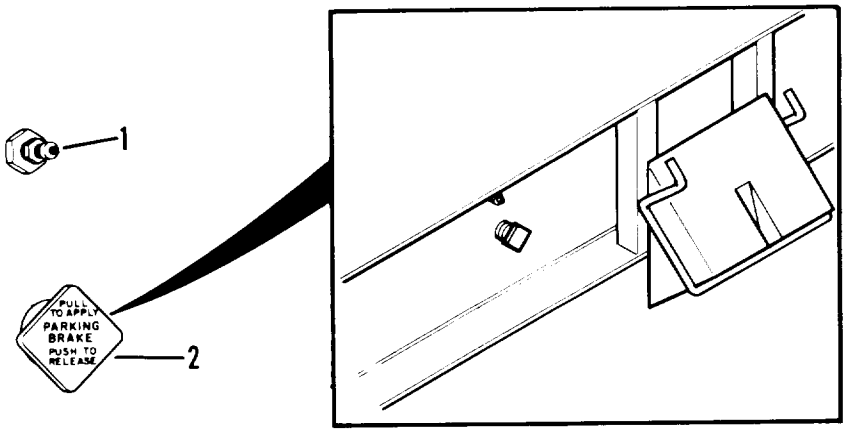

Figure 4-30. Charging air system
(1) Remove cap on valve (1, figure 4-30) above parking brake control valve handle (2) on left side of semitrailer.